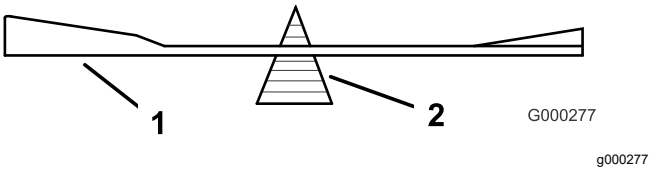
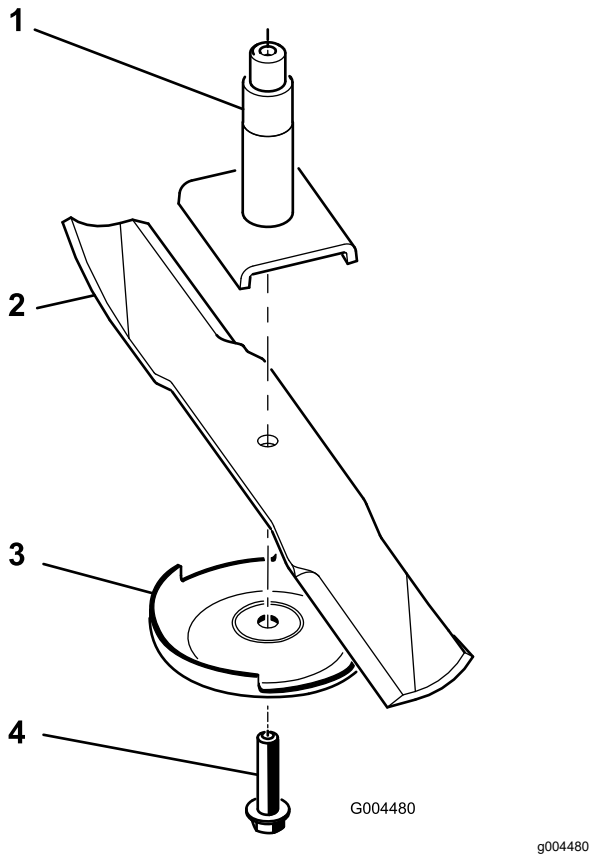

**Rysunek 24**
**Rysunek 25**
4. Zdejmij śrubę ostrza, płytkę zabezpieczającą i ostrze z wału wrzeciona; patrz Rysunek 25 w Montaż ostrzy (Strona 21).
2. Sprawdź wyważenie ostrza, układając je na równoważniku ostrzy (Rysunek 24). Jeżeli ostrze pozostaje w położeniu poziomym, wówczas jest wyważone i można je stosować. Jeżeli ostrze nie jest wyważone, spiłuj nieco metalu z obszaru łopatki (Rysunek 25). Powtarzaj tę procedurę do momentu wyważenia ostrza.
1. Zamontuj ostrze na wale wrzeciona (Rysunek 25).
2. Zamocuj płytę zapobiegającą zdzieraniu darni i przykręć śrubę ostrza (Rysunek 25).